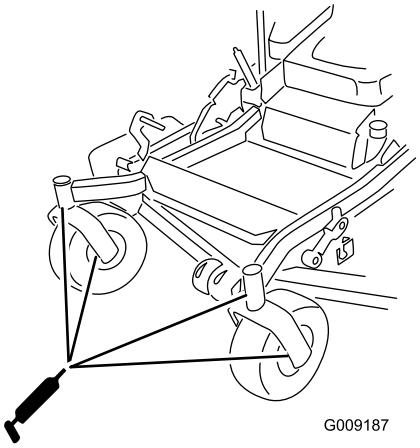

Figur 40
9. Ta bort smörjnippeln ur hålet. Montera sexkantpluggen och dammkåpan (Figur 40).